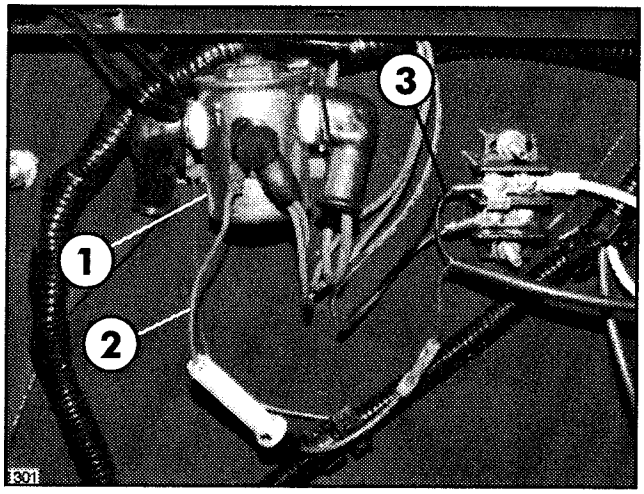

FIG. 6
11. Route Power Cable under Fuse Block and attach Spade Terminal on Ground Wire (black) to Ground Terminal Block. See FIG. 6.